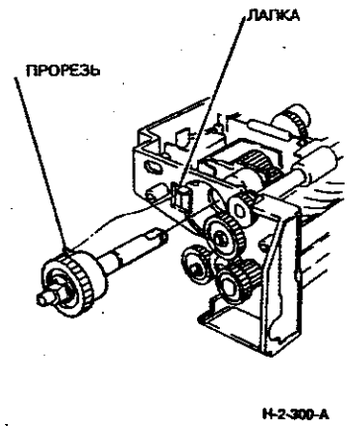

**Рисунок 3. Установка муфты подачи**
2. (Рисунок 3) Проверьте, что лапка на корпусе податчика попала в прорезь в муфте.